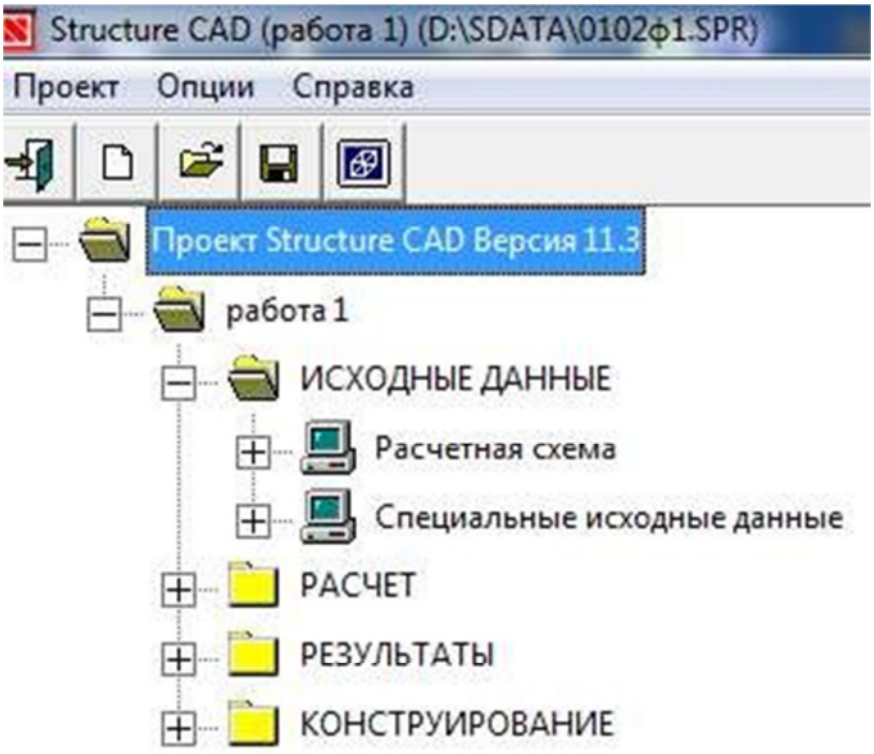
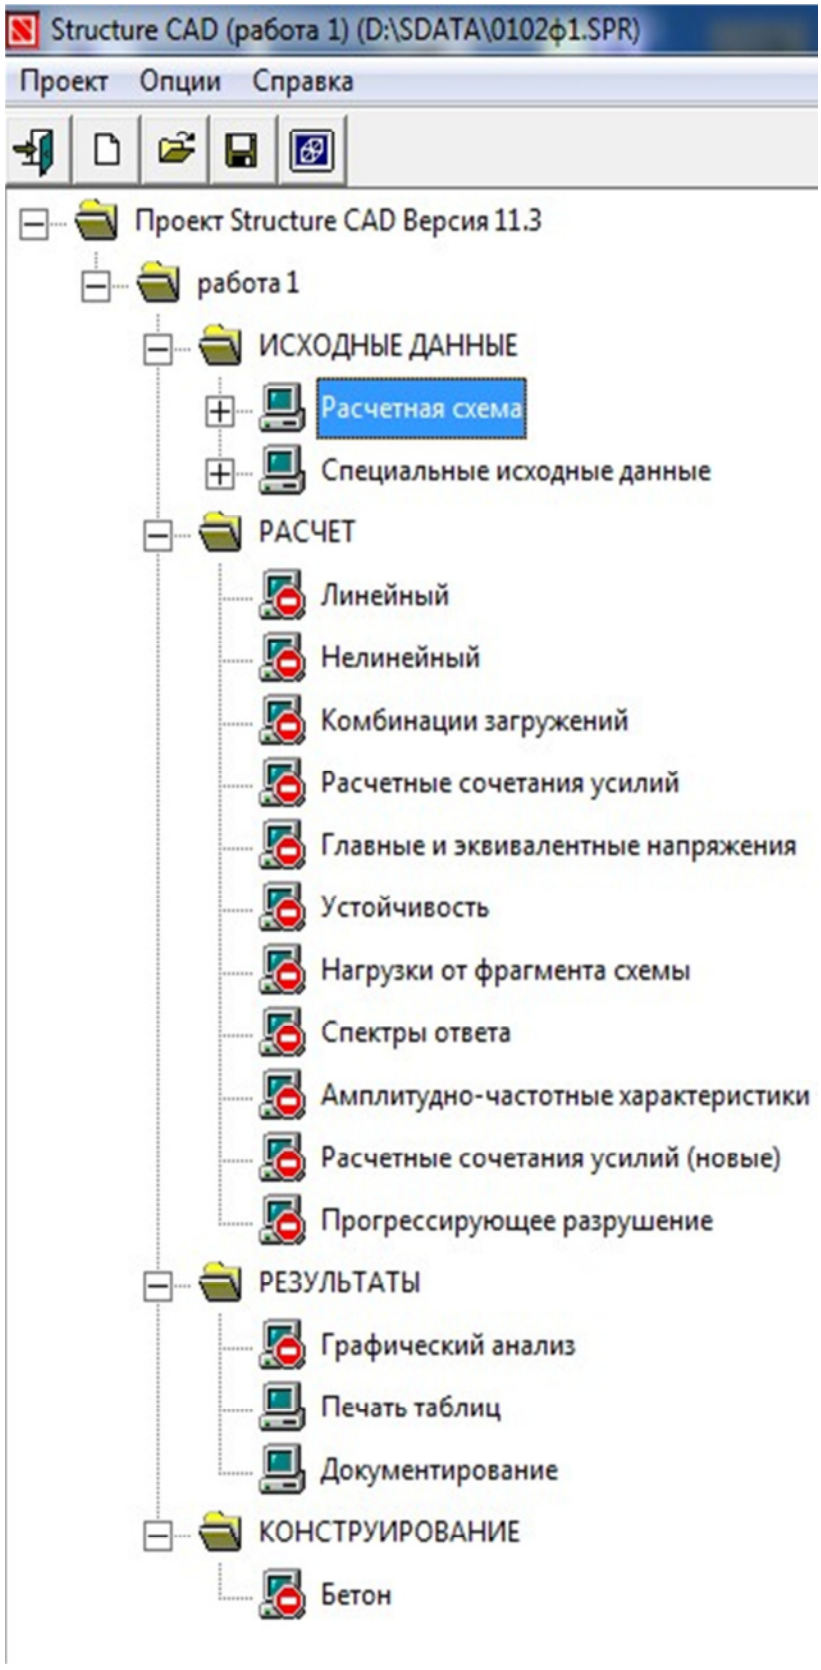

Рисунок 1.5- Дерево проекта
Рисунок 1.6- Дерево проекта SCAD в развернутом виде
Команда «Сохранить» сохраняет новый проект и открывает окно со схемой Дерево проекта (рис. 1.5, рис. 1.6).
12. Чтобы произвести расчет построенной расчетной схемы, необходимо активизировать вкладку **Управление** и выйти в **Дерево проекта** нажатием кнопки на инструментальной панели. В группе функций раздела **Расчет** следует подвести курсор к позиции **Линейный** и дважды нажать левую кнопку мыши(позиция доступна, если имеет пиктограмму доступен). В появившемся диалоговом окне **Параметры расчета** можно выбрать характеристики будущего расчета и нажать кнопку ОК. Если позиция **Линейным** имеет вид (недоступен) (рис.1.6.), это значит, что SCAD выполнить расчет не может, чаще всего из-за полного или частичного отсутствия начальных данных, вводимых в разделе **Расчетная схема**, (один из раздела второго уровня будет иметь пиктограмму) (рис. 1.6.).